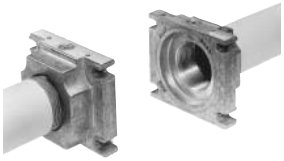

Fig. 9
3. Extraer el GasMultiBloc entre las bridas roscadas (Fig. 9).